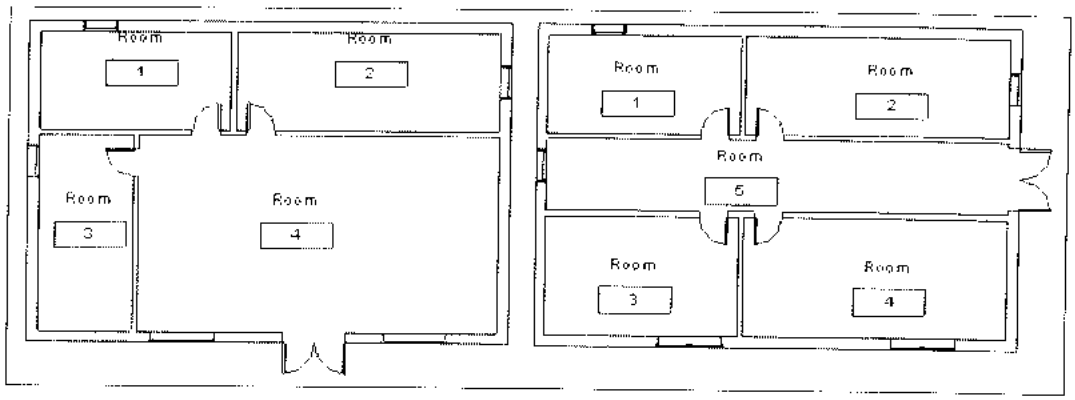

Рис. 29.13. *Формирование помещений до и после перепланировки*
b. На вкладке **Home** в разделе **Room & Area** (Помещение и зоны) выбрать команду **Room > Room** и создать помещения, размещая марки помещения, как показано на рис. 29.13.